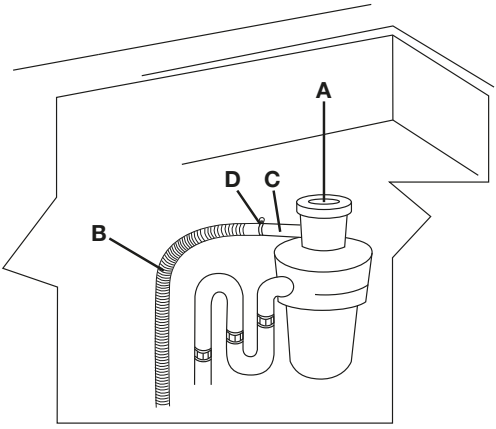

Fig. 5-13
1. Quite el tapón extraíble del triturador de desechos (ref. A fig. 5-13).
2. Conecte el tubo de evacuación del lavavajillas (ref. B fig. 5-13) a la entrada del triturador de desechos (ref. C fig. 5-13) mediante la amplia abrazadera de muelle (ref. D fig. 5-13).